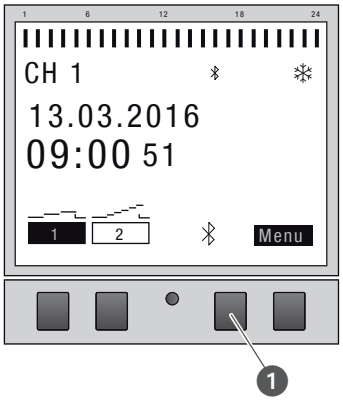

Fig. 27: Estabelecer a ligação Bluetooth no temporizador do distribuidor
1. Premir o botão Bluetooth (Fig. 27/ ❶) no temporizador do distribuidor.